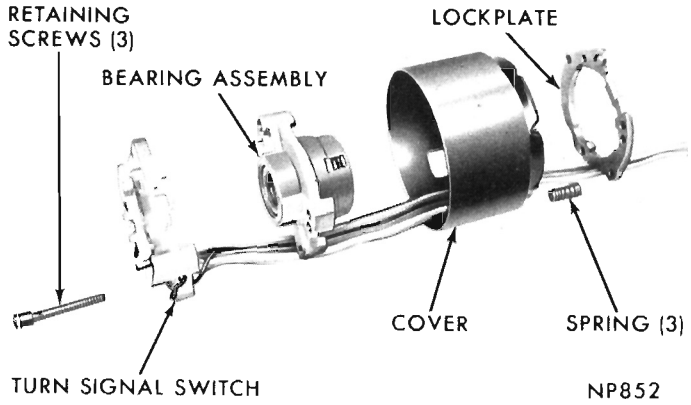

Fig. 9—Turn Signal Cover—Disassembled
(11) With turn signal cover resting on a flat surface, (lock plate down) remove 3 retaining screws and separate turn signal switch, bearing assembly and cover from lock plate. **Do not lose springs.** (Fig. 9).
plane, place 3 springs on ends of screws (Fig. 9).